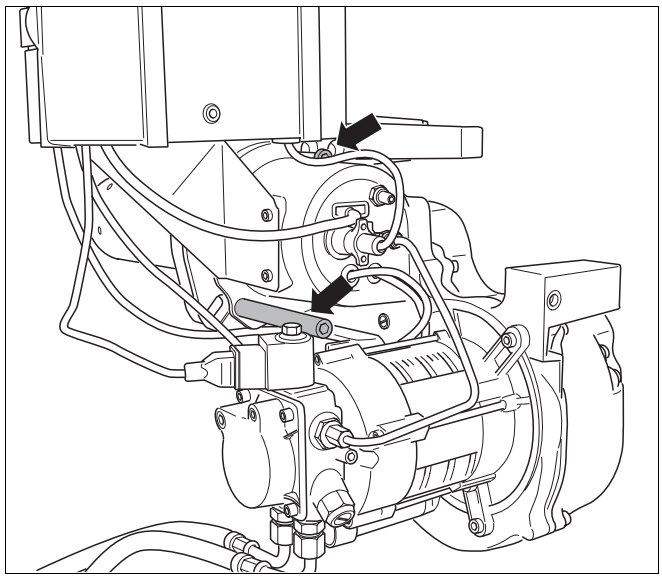

Rys. 31 Poluzowanie śrub zamocowania bagnetowego
- Odkręcić obie śruby mocowania bagnetowego (rys. 31).